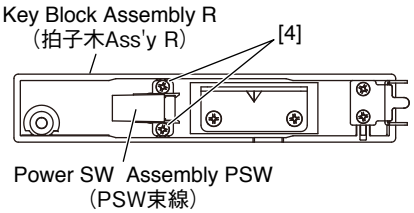

Fig.11（図 11）
11-5 Remove the two (2) screws marked [4]. The power SW assembly PSW (the power switch) can then be removed. (Fig.11)
11-5 [4] のネジ 2 本を外し、PSW 束線（パワースイッチ）を外します。(図 11)